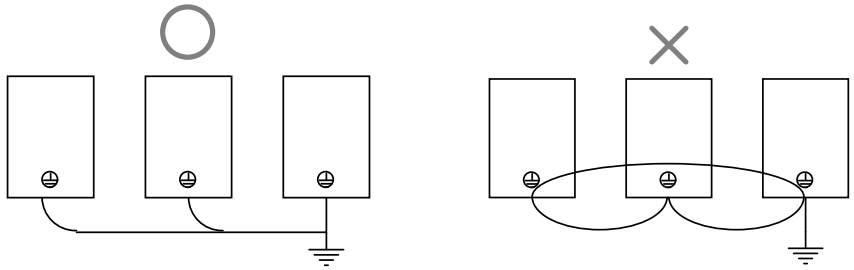

图 4-10 多个变频器接地方法
■ 多个变频器接地时，为避免接地线形成回路，建议尽量不要形成环路。多个变频器接地方法见图 4-10。